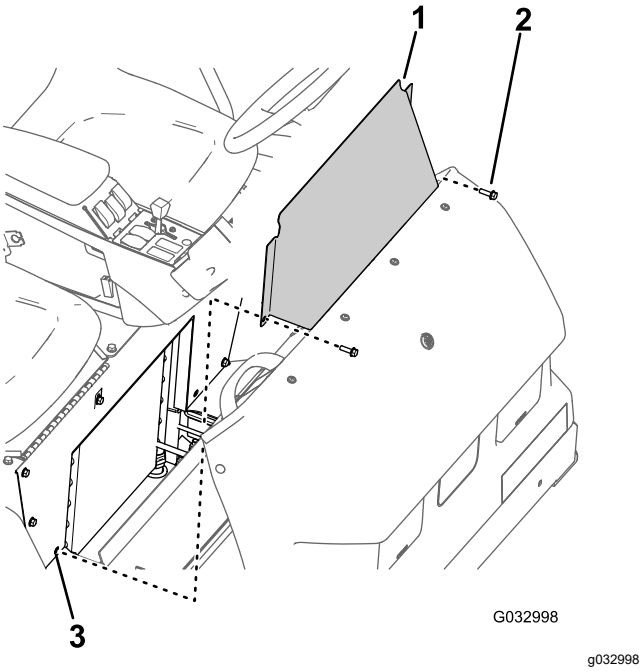

Figura 64
1. Retire los 2 pernos con arandela prensada que sujetan el panel de acceso de la base del asiento a la base del asiento (Figura 64).
2. Retire el panel de acceso de la base del asiento de la máquina (Figura 64).
1. Alinee los taladros del panel de acceso de la base del asiento con los taladros de la base del asiento (Figura 64).
2. Monte el panel de acceso de la base del asiento en la base del asiento con los dos pernos con arandela prensada (Figura 64) que retiró en el paso 1 de Retirada del panel de acceso de la base del asiento (página 59).